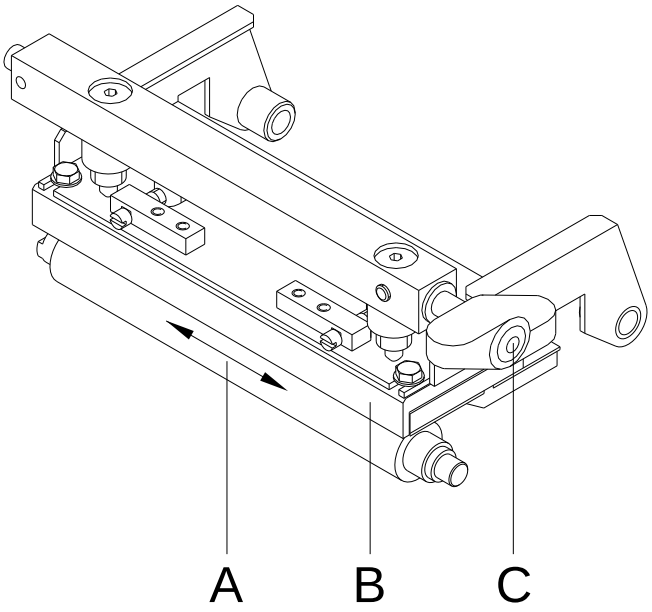

Figura 13
2. Ruotare la leva (A, in Figura 13) in senso antiorario per sollevare la testina di stampa.
7. Per abbassare la testina di stampa, ruotare in senso orario la leva a pressione (A, in Figura 13) fino all'arresto in posizione.